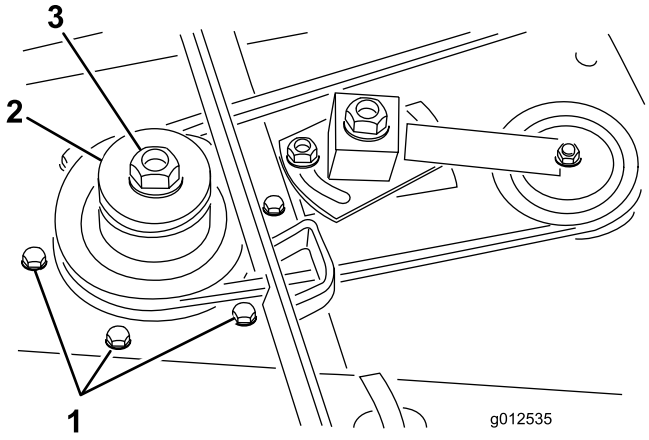

Bild 5
4. Entfernen Sie die sechs Schlossschrauben und Bundmuttern, mit denen das Spindelgehäuse am Mähwerk befestigt ist (Bild 5). Schieben Sie das Spindelgehäuse aus der Unterseite des Mähwerks heraus.